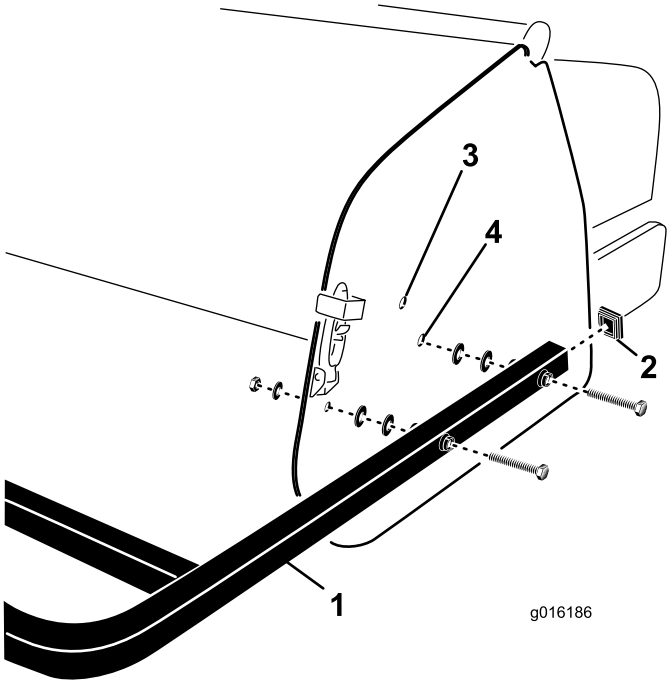

Rysunek 29
1. Włóż nasadki końcowe w końcówki tylnej osłony rurowej (Rysunek 29).
2. Ustaw otwory w rurach montażowych tylnej osłony równo z otworami w płytach bocznych aeratora (Rysunek 29).
3. Za pomocą 4 śrub, podkładek płaskich i nakrętek zamocuj rury montażowe osłony do płyt bocznych (Rysunek 29).